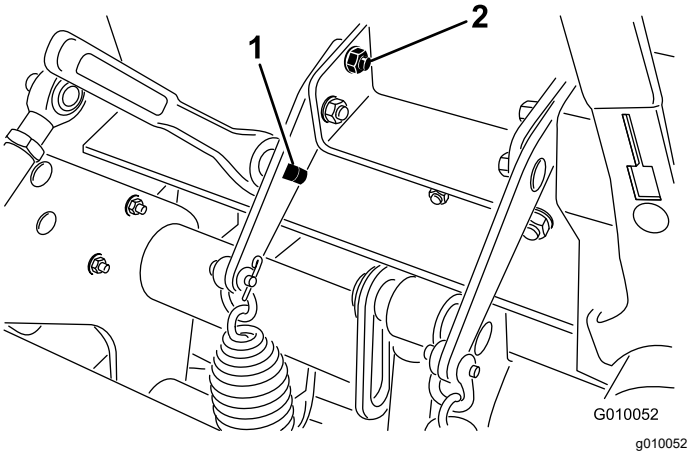

Figur 28
3. Sæt en skraldenøgle på 1/2 tomme eller et ledhåndtag ind i det firkantede hul i fjederpladen (Figur 28).